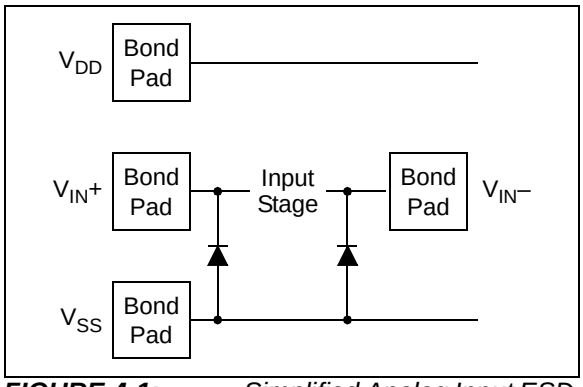

FIGURE 4-1: *Simplified Analog Input ESD Structures.*
The ESD protection on the inputs can be depicted as shown in Figure 4-1. This structure was chosen to protect the input transistors, and to minimize input bias current (IB). The input ESD diodes clamp the inputs when they try to go more than one diode drop below V_{SS}. They also clamp any voltages that go too far above V_{DD}; their breakdown voltage is high enough to allow normal operation, and low enough to bypass ESD events within the specified limits.